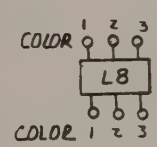

FIGURE 2
7. INSTALL L8 LEADS SO WIRE COLOR PAIRS ARE MATCHED ON EITHER SIDE OF PART. SEE FIGURE 2.